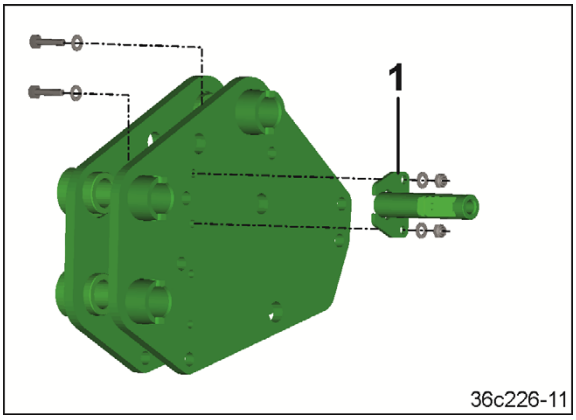

Fig. 93
1. Aufnahme (Fig. 93/1) am oberen Kupplungspunkt anschrauben.